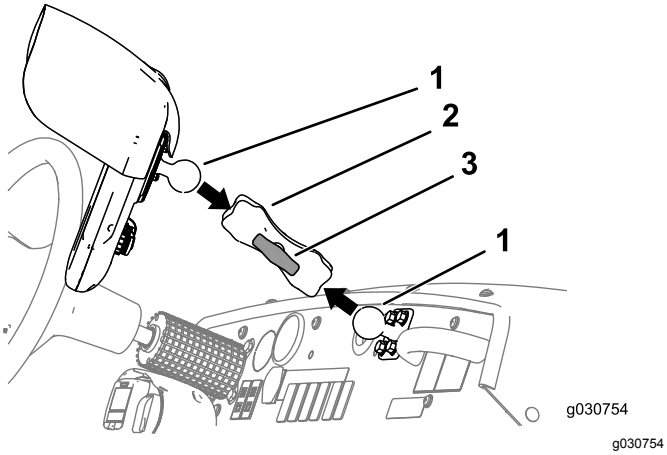

Figur 159
3. Løsn skruegrebet på monitorarmen, indtil du kan glide både kugledrejebeslaget til fittingen bag på sprøjtemonitoren og kugledrejebeslaget ved instrumentpanelet ind i monitorarmen (Figur 159).
4. Fra førersædet (venstre sæde) justeres placeringen af sprøjtemonitoren, så du nemt kan se displayet (Figur 159).
5. Stram skruegrebet til monitorarmen med håndkraft (Figur 159).